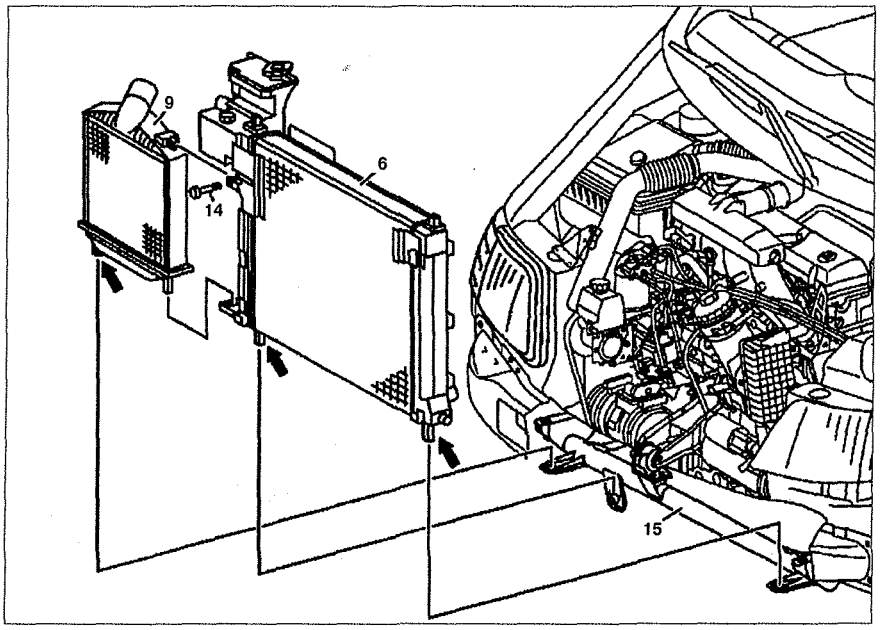

Рис. 4.35. Радиатор:
14. Извлеките радиатор **6** вместе с конденсатором и радиатором сжатого воздуха **9** вверх (см.рис.4.35).